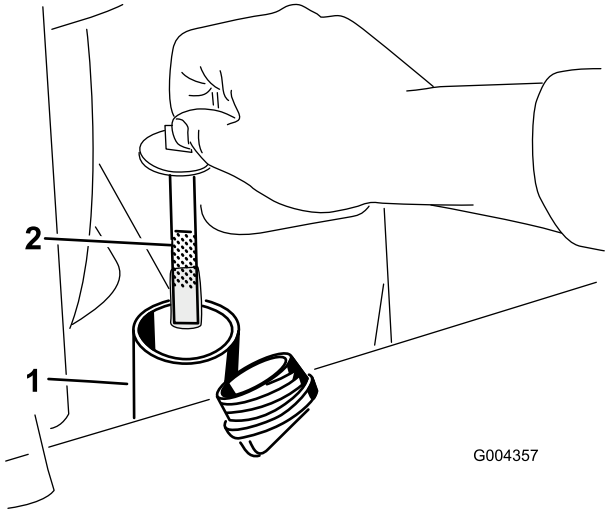

Figur 18
6. Ta loss locket från påfyllningsröret och kontrollera oljenivån på oljestickan (Figur 18).